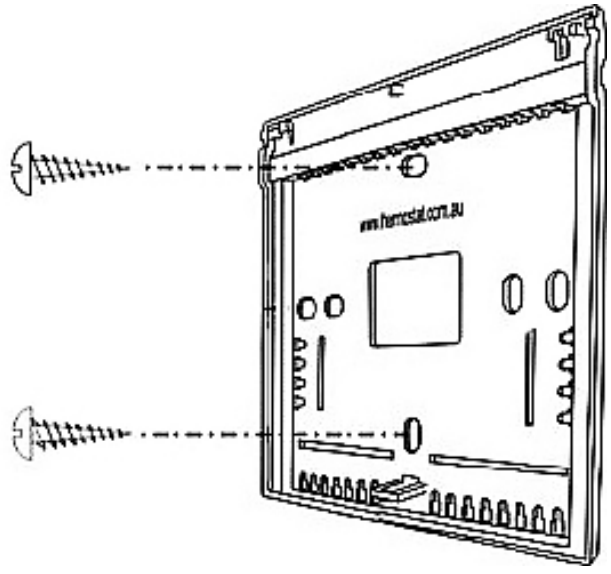

Figure 2
- Position the base plate on the wall and attach it with appropriate fasteners (Figure 2) (two screws with drywall anchors are supplied). The base plate should be visibly level.